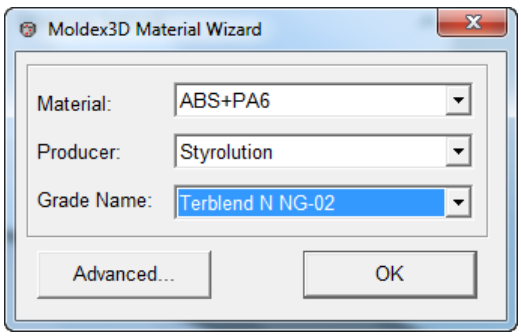

Figure 2-12 *The* ***Moldex3D Material Wizard*** *dialog box*
3. Choose the **Push button to select material** button in the **Material Setting** rollout; the **Moldex3D Material Wizard** dialog box is displayed, refer to Figure 2-12.